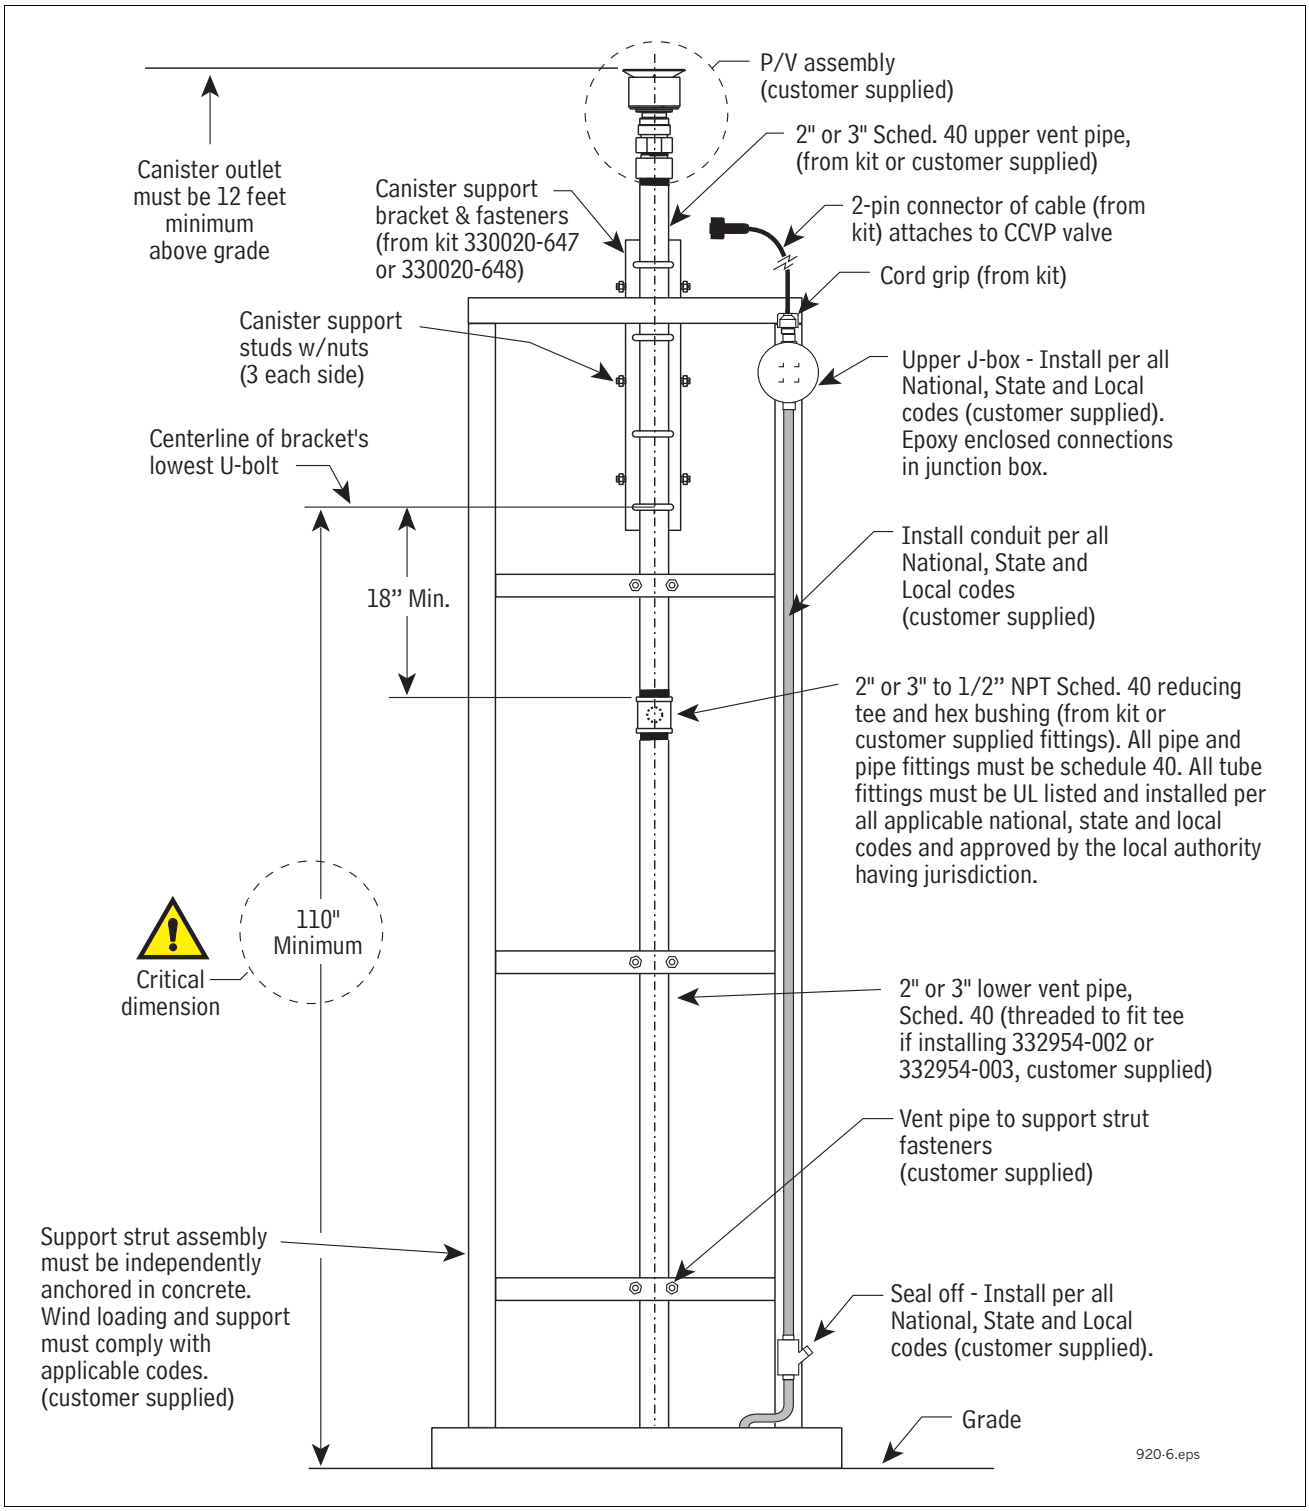

Figure 1. Typical direct wired installation example
6. **IMPORTANT! To ensure that the canister outlet is 12 feet (minimum) above grade, the CCVP mounting bracket must be positioned according to dimensions shown in Figure 1 and the U-bolts tightly clamped to the support structure before mounting the canister. The mounting bracket must be centered in line with the outlet of the tee before installing the CCVP.**
10. Install weather tight junction box, seal off and conduit per all NEC, state and local codes (see example installation in Figure 1).